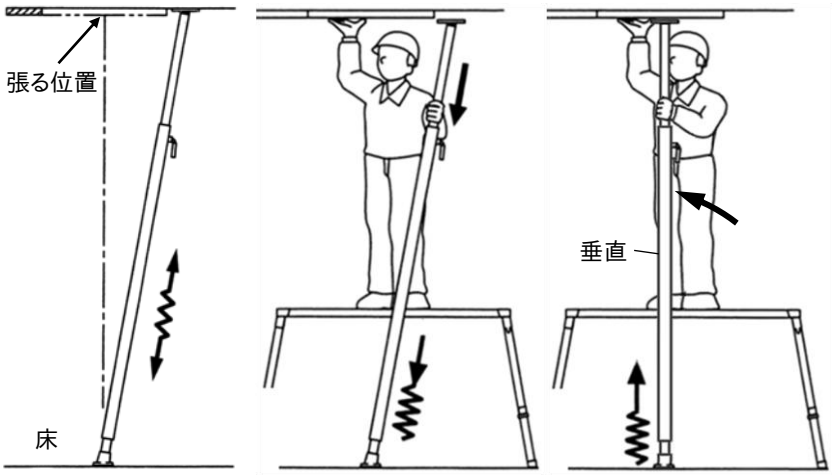

図 1　図 2　図 3
②Lボルトを緩め、内管を引き出してください。
③全長が天井高さより10cm程長くなるように調整し、Lボルトをしっかりと締め付けてください。
④天井材を張る位置の真下にゴムキャップ部を置き、ばねの力で本体を斜めに仮止めします。（図 1）